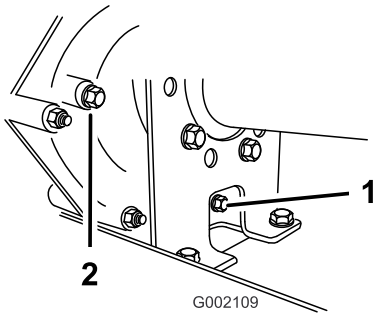
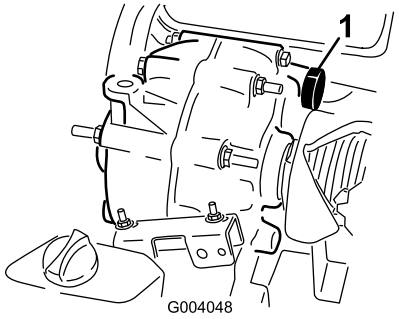

Figura 46
Figura 47
1. Pulite la superficie attorno al tappo di riempimento con un panno (Figura 46).
2. Estraete il tappo di riempimento facendolo girare in senso antiorario (Figura 46).
3. Controllate il livello dell'olio di trasmissione attraverso il foro del tappo di riempimento nella trasmissione (Figura 46).
5. Installate e serrate il tappo di riempimento e la guarnizione del foro del tappo di riempimento della trasmissione (Figura 46).
1. Pulite la superficie attorno al tappo di riempimento e di spurgo con un panno (Figura 46).
3. Estraete il tappo di riempimento facendolo girare in senso antiorario (Figura 46).
4. Estraete il tappo di spurgo facendolo girare in senso antiorario (Figura 46).
5. Installate e serrate il tappo di spurgo e la guarnizione del foro del tappo di spurgo della trasmissione (Figura 46).
6. Riempite il serbatoio (Figura 47) attraverso il foro del tappo di riempimento con circa 1,4 litri dell'olio specificato o finché il livello dell'olio della trasmissione non raggiunge la parte inferiore della filettatura. (Figura 46).
7. Installate e serrate il tappo di riempimento e la guarnizione del foro del tappo di riempimento della trasmissione (Figura 46).
9. Controllate il livello dell'olio e aggiungetelo se risulta inferiore alla del foro del tappo di riempimento (Figura 46).